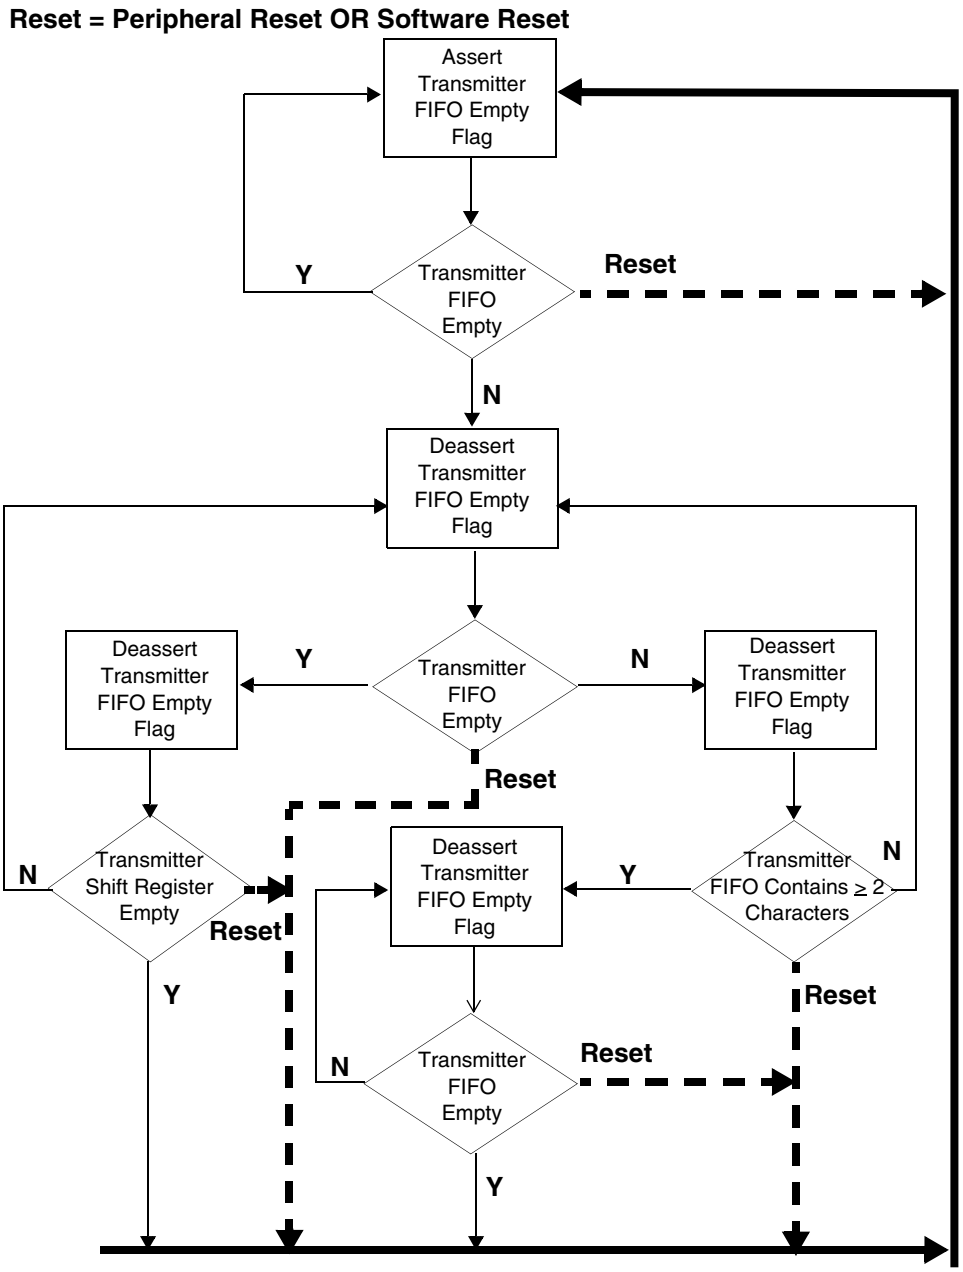

Figure 24-3. Transmitter FIFO Empty Interrupt Suppression Flow Chart
- The last character in the TxFIFO is transferred to the shift register, when TxFIFO contains two or more characters. See Figure 24-3 on page 24-12.